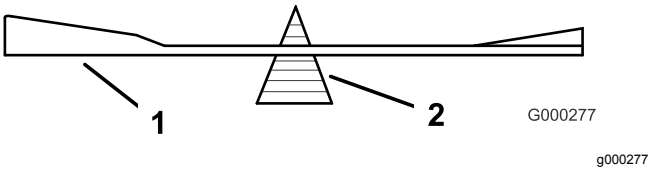

Figur 85
2. Sjekk knivens balanse ved å legge den på en balanseringsinnretning (Figur 85).